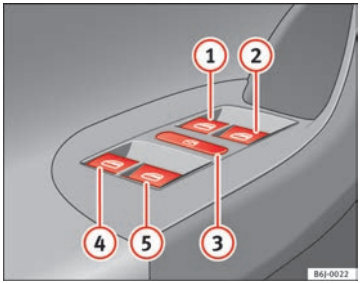

Fig. 51 Detalle de la puerta del conductor: mandos para las ventanillas delanteras y traseras
Las teclas ⇒ fig. 51 (1), (2), (4) y (5) tienen dos posiciones para la apertura de las ventanillas y otras dos para el cierre. De este modo es más fácil controlar las operaciones de apertura y cierre.